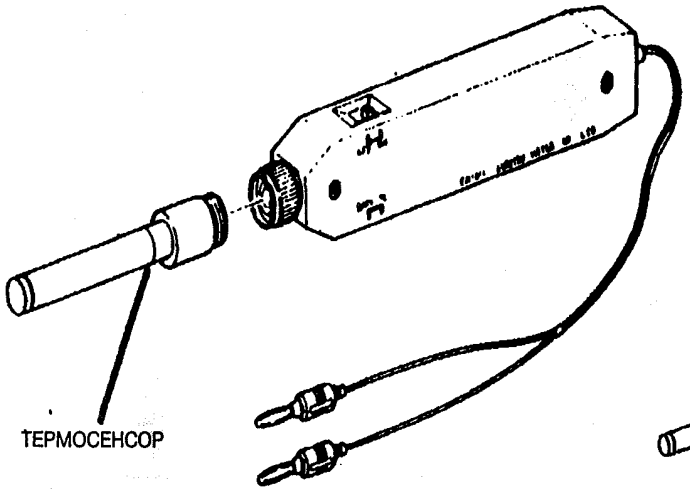

Рис. 1. Подсоедините термосенсор к температурной пробе
1. (Рис. 1): Подсоедините термосенсор к температурной пробе.